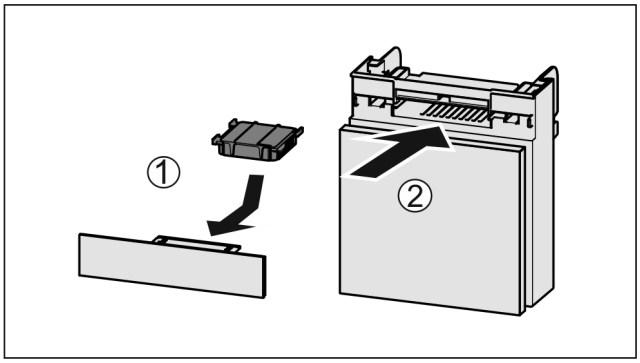

Fig. 196
- ▶ Insert the carbon filter as shown in the diagram *Fig. 196 (1)*.
- ▶ Push the compartment in *Fig. 196 (2)*.